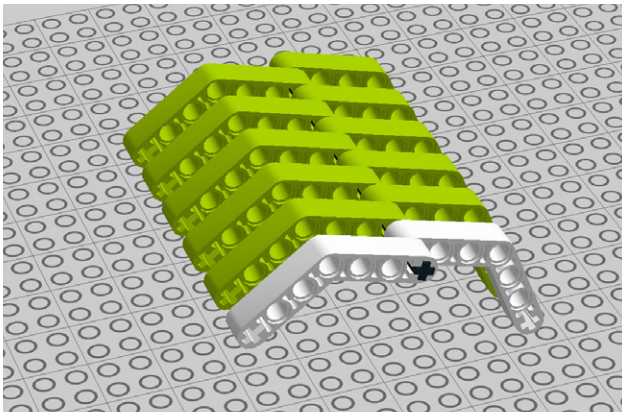

Figure 7-13. *Step 6: Fill up that axle*
6. Fill up the axle with more angle beams (see Figure 7-13).